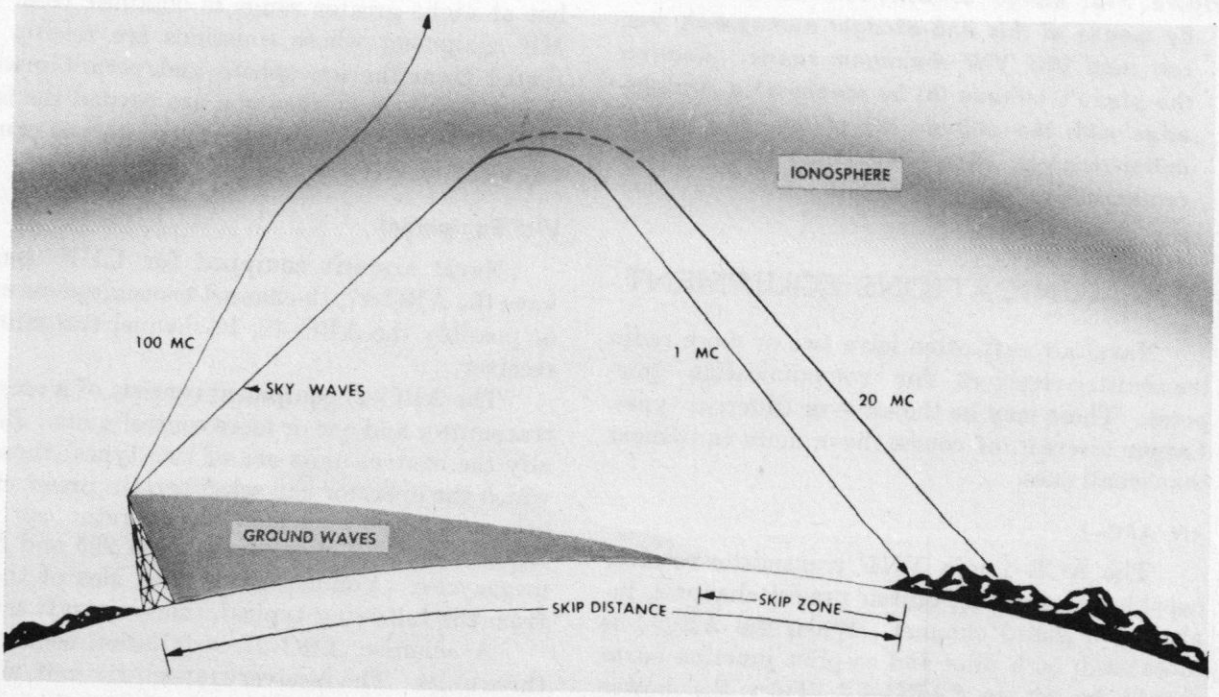

Figure 7–2. Sky waves
Aircraft have come to use the VHF and UHF bands very widely in recent years for two reasons: (1) A need for more frequencies to avoid overcrowding, and (2) the security from enemy "eavesdropping" which is gained by line-of-sight transmissions. Certain undersirable effects have been the price of this progress. Both VHF and UHF sets have limited range. However, just as you can see farther at higher altitudes, so you can use your VHF or UHF radio at longer ranges when flying at higher altitudes (Fig. 7–3.) This means, for example, that you should call your next landing field before beginning your letdown. It means that you should send distress messages before too much altitude is lost. Furthermore, UHF waves radiate in a pattern relative to the antenna. Every different installation has different lobe characteristics, and you must learn from practice how to orient your aircraft relative to the party with whom you wish to communicate in order to get good reception. You must learn to "aim the lobes" of your UHF transmission. A good tip to remember is that when you are in a position which lets you hear the other station or aircraft transmit clearly, you are also in a good position to be heard by him when you transmit. Avoid trying to communicate with a UHF set which is hidden from your "line-of-sight." If a hangar or a mountain lies between a UHF transmitter and receiver, reception is poor or impossible.
Figure 7–3. Range of UHF/VHF communication. By means of this line-of-sight nomograph, you can read UHF/VHF maximum range. Connect the plane's altitude (h) by means of a straight-edge with the altitude (H) of the other transmitter-receiver. Read maximum range in the center column (R)